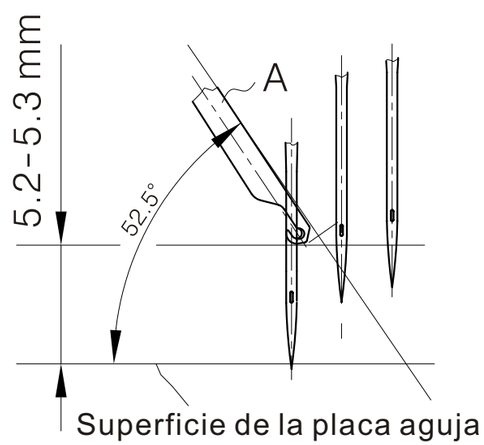

Fig. 34
1. Cuando la tapa de la cubierta de la cuchilla movible de hilos A este en el punto mas bajo, esto debe ser a 5,2 mm- 5.3 mm de la superficie de la placa aguja. (Fig. 34)